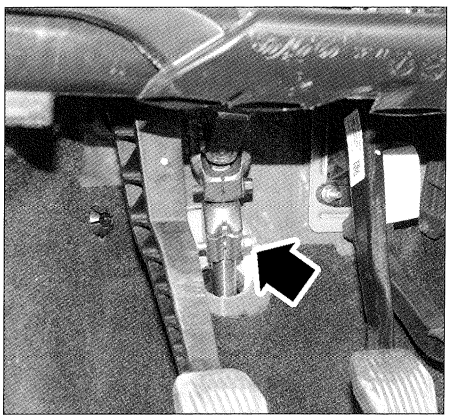

FIG. 3
• Desmontar el tornillo de acoplamiento de la columna de dirección en la caja de dirección **(fig. 3)**.